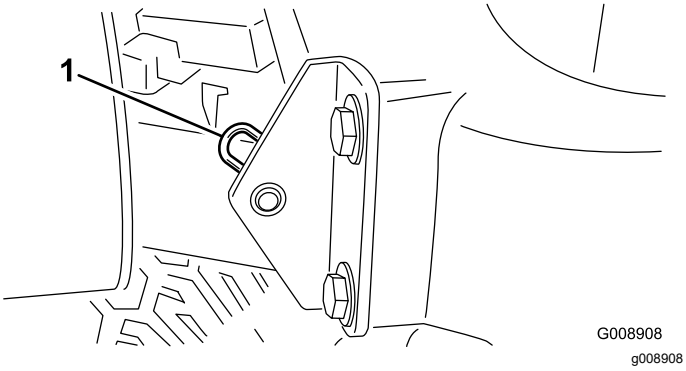

Figur 39
2. Fjern låseclipsen, der fastgør motorhjelmens drejetap til monteringskonsollerne (Figur 39).